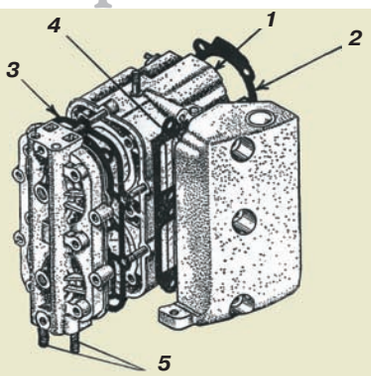

Рис. 2. Блок цилиндров.
2. Прокладку между картером и блоком цилиндров (рис. 2) со стороны блока (рис.2.1) приклейте на нитрокраску, а со стороны картера (рис.2.2) — намажьте графитовой смазкой и, если есть возможность, даже присыпьте графитным порошком. Эта мера спасет прокладки от прилипания, а затем разрыва при демонтаже. Натрите графитом и прокладку между блоком цилиндров и блоком головок (рис.2.3) с обеих сторон. Прокладку глушителя наклейте на блок цилиндров. Со стороны глушителя смажьте графитовой смазкой (рис.2.4).